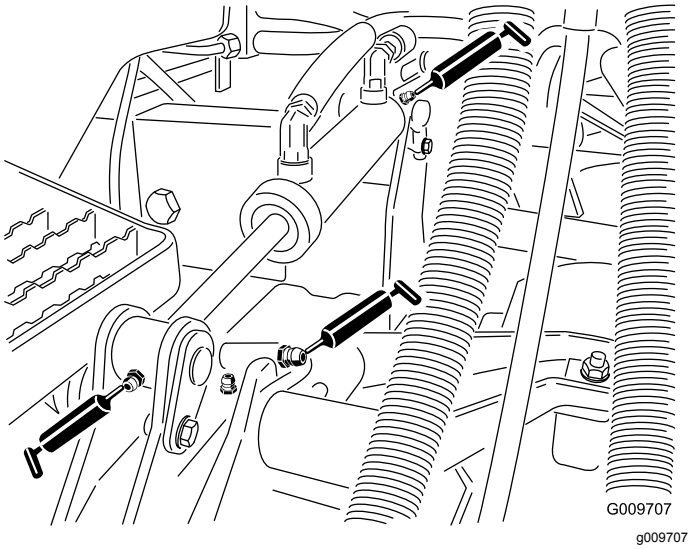

**Figur 51**
- Lyftarmsbussningar (1 per däck) (Figur 51)
- Lyftcylindersbussningar (2 per däck) (Figur 51)